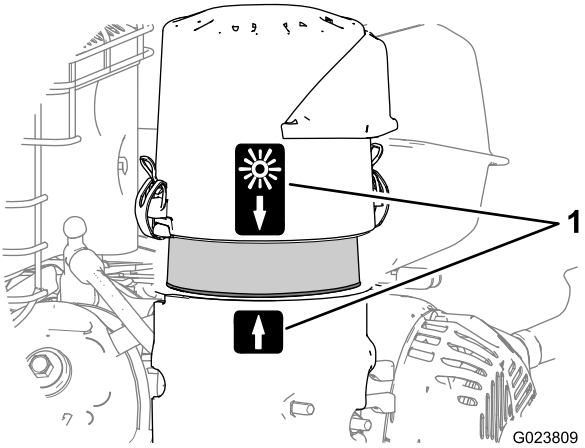

Figur 23
8. Rikta in dekalen med pilen som sitter på luftrenarkåpan mot pilen på basen (Figur 23).